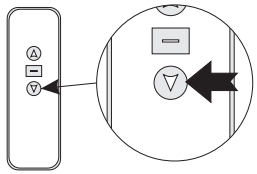

图 12
2.按发射器上的升降架下行键，升降架下降，说明此次学习成功。（如图12）